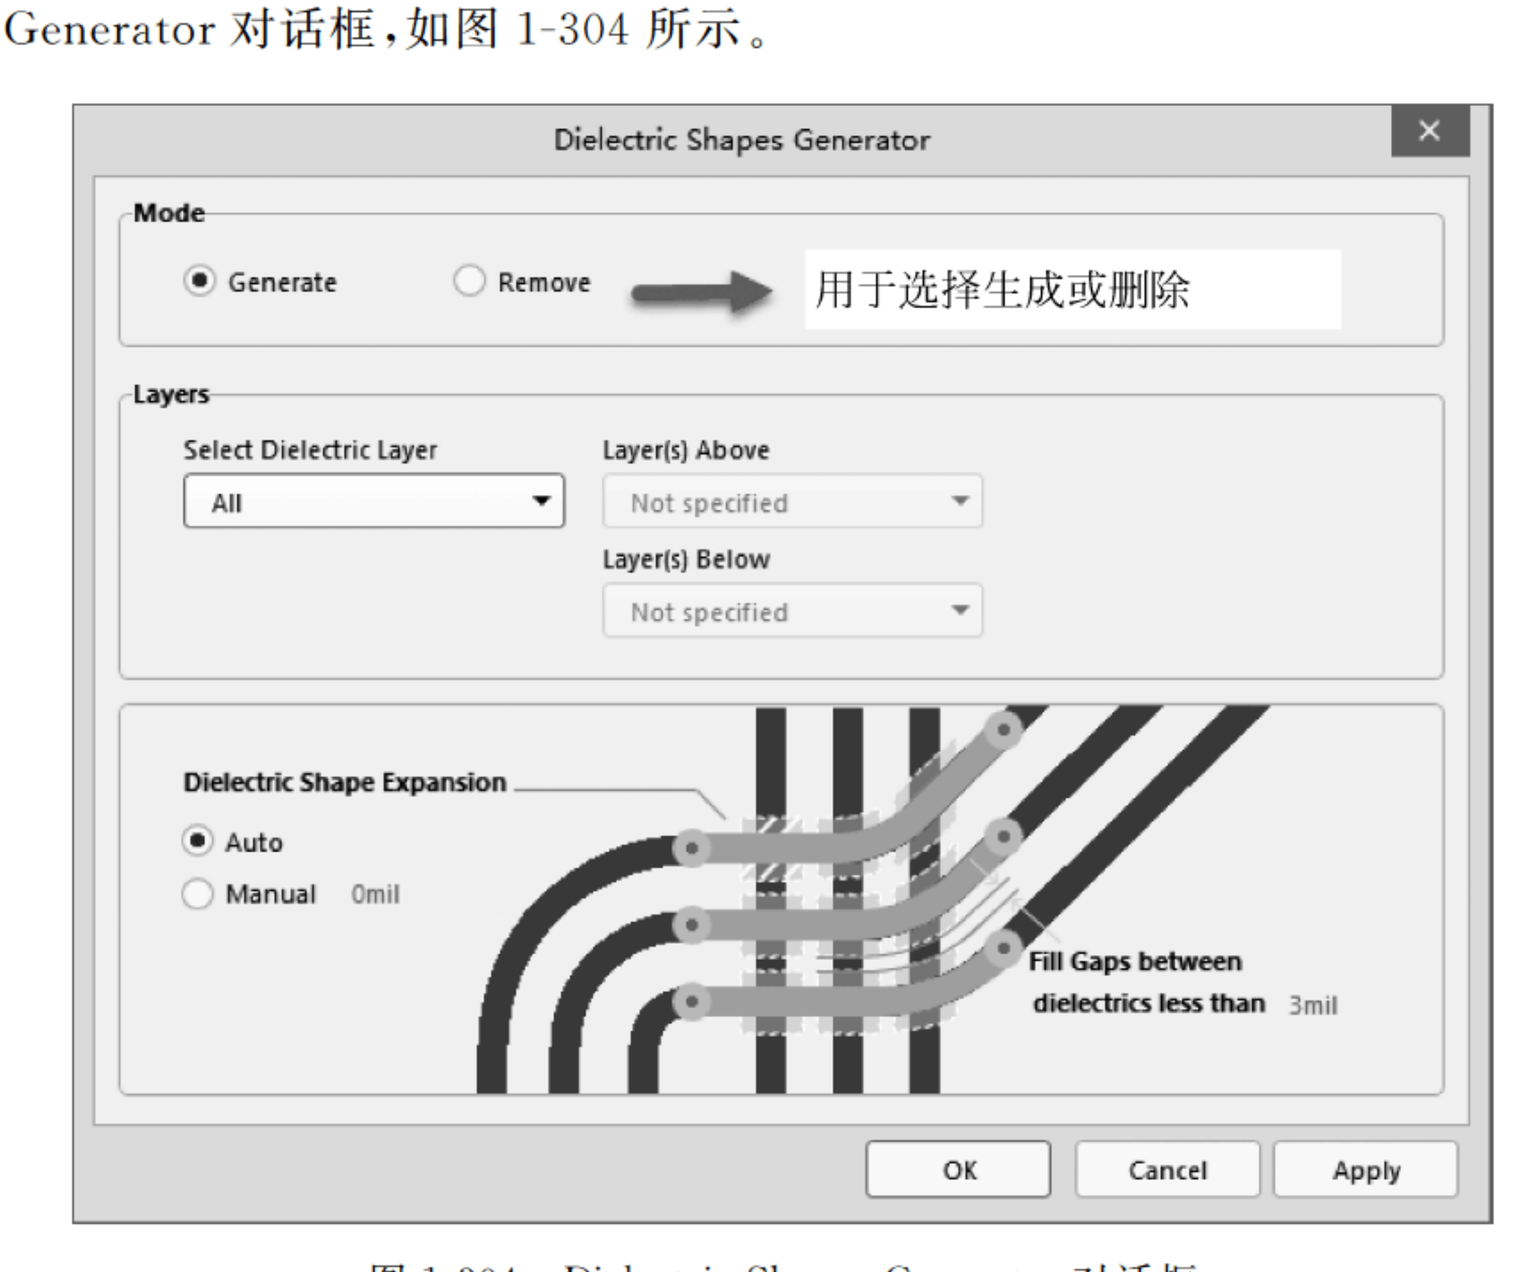

图 1-304 Dielectric Shapes Generator 对话框
② 通过介电形状发生器自动创建电介质形状。在 PCB 编辑界面下,执行菜单栏中“工具”→Printed Electronics→Generate Dielectric Patterns...命令,即可进入 Dielectric Shapes Generator 对话框,如图 1-304 所示。